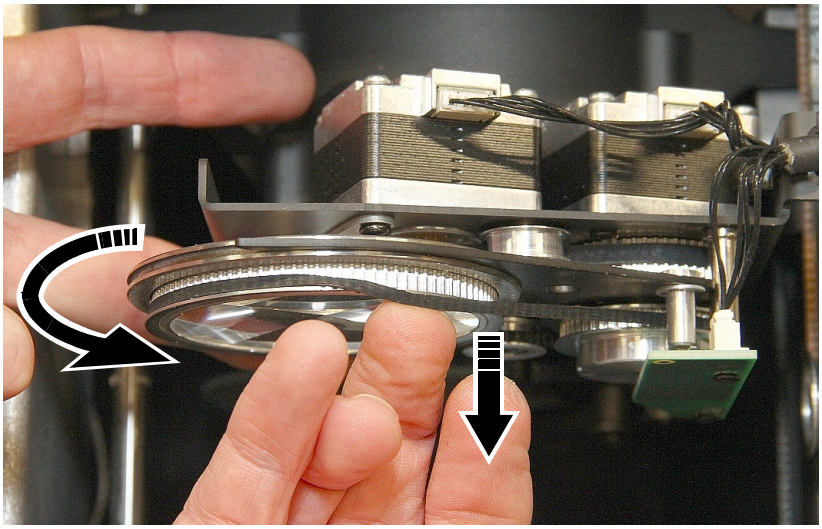

**Figure 22 : Désengager la courroie de transmission**
4. Voir Figure 22. Tournez le prisme dans le sens anti-horaire tout en tirant sa courroie crantée par dessus la lèvre de la dentition du support de prisme. Evacuez graduellement la courroie de la gorge crantée.